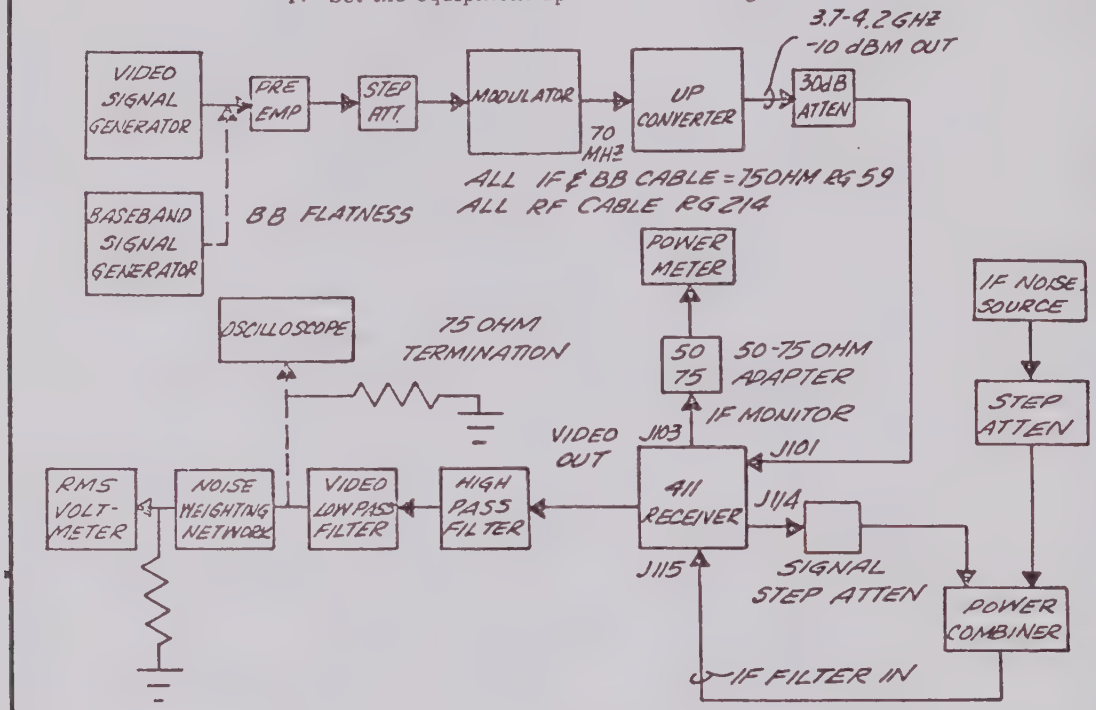

Figure 3. Continuous Random Noise Test Set-up
1. Set the equipment up as shown in Figure 3.